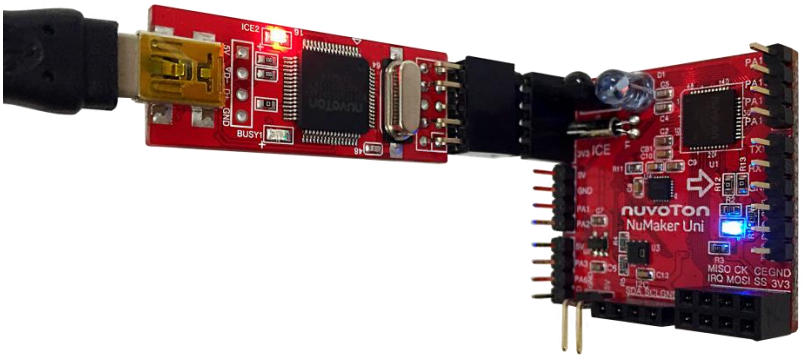

Figure 5-3 Blue LED Turns On
2. Connect Nu-Link Mini to PC through the USB cable as shown in Figure 5-3.
The Blue LED turns on as shown in Figure 5-3 after the connection from NuMaker Uni to PC through Nu-Link Mini. It means the R/G/B LED, the Bluetooth Module, the Wi-Fi Module, and the I^2C module are ready for use. For more details, please refer to section 6.1.1.